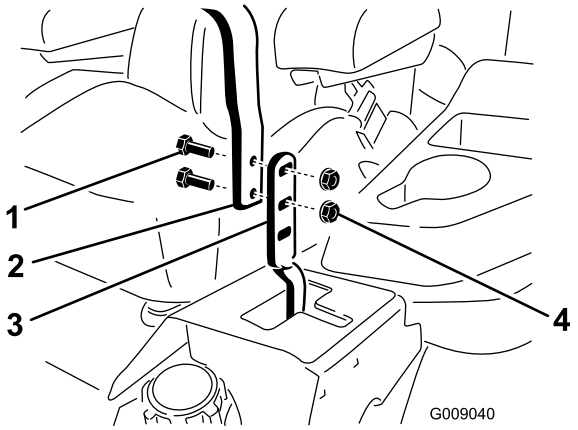

Figuur 79
3. Draai de bouten en flensmoeren van de hendels los (Figuur 79).